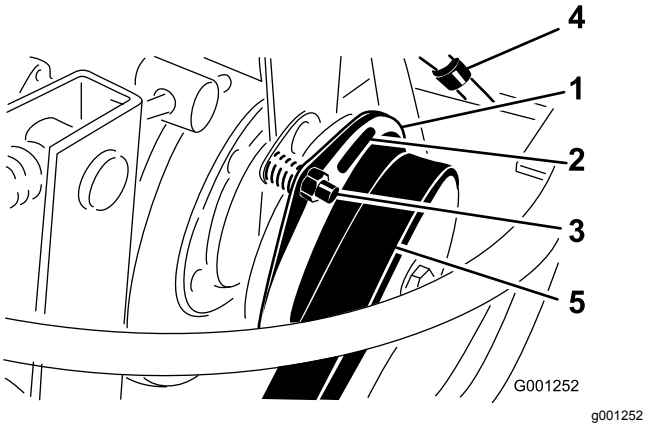

**Figur 74**
3. Juster mellemrummet, så en søgelære på 0,38 mm kan glide ind mellem koblingsbelægningen og friktionspladen med et let tryk (Figur 74).
**Bemærk:** Mellemrummet kan reduceres ved at dreje justermøtrikken med uret (Figur 74). Det maksimale mellemrum er 0,76 mm. Juster alle tre mellemrum.